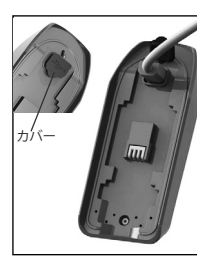

図11
3.同梱のマイクロUSBコードを用いて、バッテリーパックとコンピュータを接続します。バッテリーパックのポートは、カバーの下にあります（図11）。